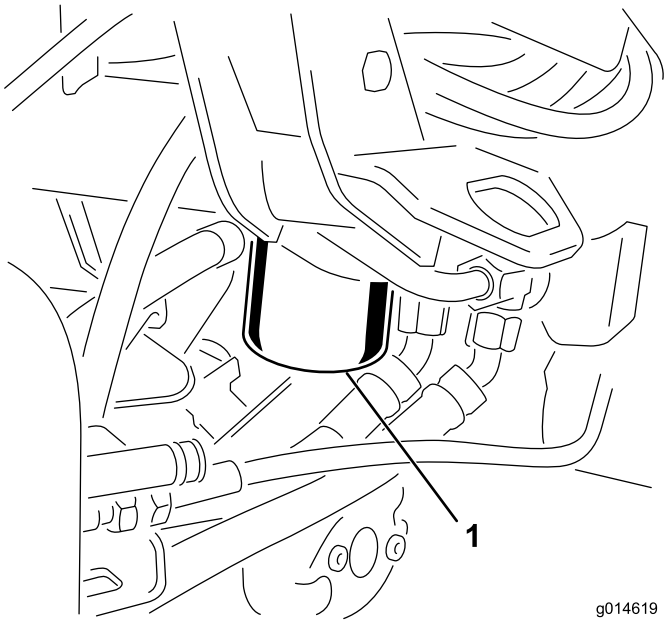

**Figuur 51**
1. Reinig de omgeving van de plaats waar het filter wordt gemonteerd (Figuur 51). Plaats een opvangbak onder het filter en verwijder het filter.